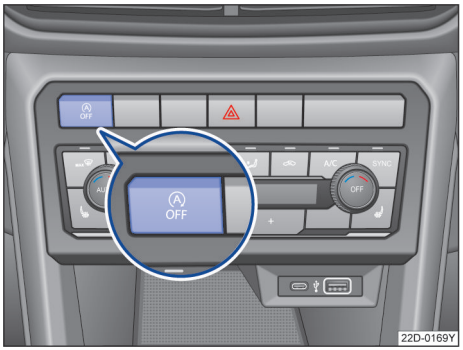

图 97 启停系统按钮
– 按两次按钮 → 图 97。
– 按下按钮 → 图 97。